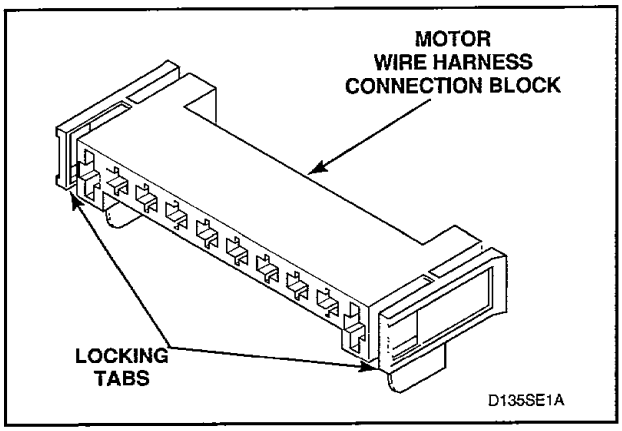

Figure 36
g. Disengage motor wire harness connection block from motor switch by pressing in on the movable locking tabs (located on each end of the connection block) and pulling away from motor, *Figure 36.*
(1) Disengage motor wire harness connection block from the motor by pressing in on the movable locking tabs (located on each side of the connection block) and pulling connection block away from motor, *Figure 36.*